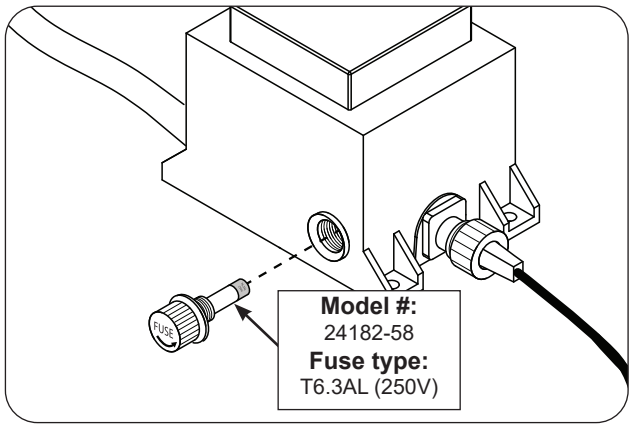

Fig. 43-3 Replace fuse
3. Locate and turn the power supply fuse cap counterclockwise to remove the cap and access the fuse (see Fig. 43-3).